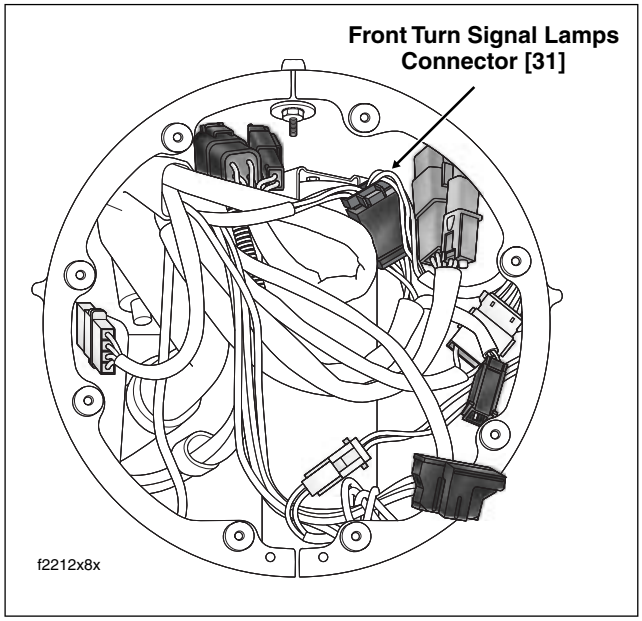

Figure 8-57. Headlamp Nacelle (FLHRC)
FLHR/C: Remove headlamp assembly. See Section 8.11 HEADLAMP (FLHR/C/S, FLHX, FLHT/C/U), HEADLAMP ASSEMBLY, REMOVAL. Disconnect the front turn signal lamps connector [31], 6-place Multilock, anchored in hole of fork stem nut lockplate (left side). See Figure 8-57.
FLHR/C: Install anchor on connector into hole of fork stem nut lockplate (left side). See Figure 8-57. Install headlamp assembly. See Section 8.11 HEADLAMP (FLHR/C/S, FLHX, FLHT/C/U), HEADLAMP ASSEMBLY, INSTALLATION.
2. Inside headlamp nacelle, locate the front turn signal lamps connector [31], 6-place Multilock, anchored in hole of fork stem nut lockplate (left side). See Figure 8-57.